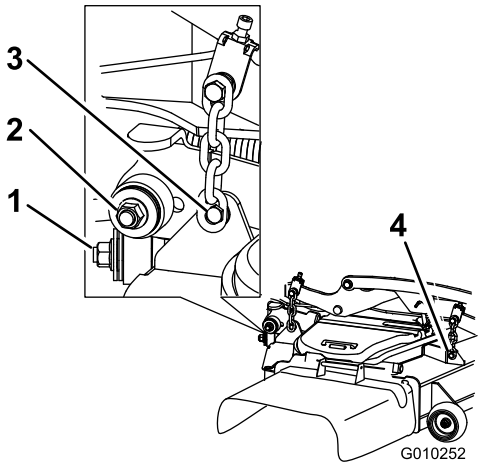

**Figure 96**
7. Remove and retain the hardware on both sides of the deck as shown in Figure 96.